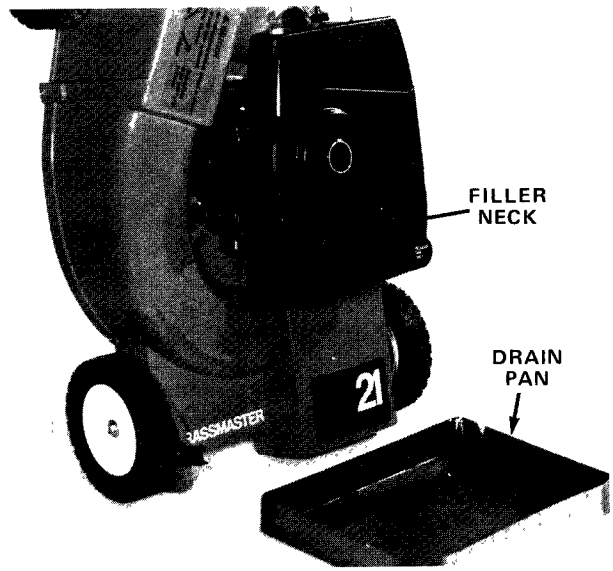

Figure 31
3. Drain oil from crankcase (Fig. 31): refer to Changing Crankcase Oil, steps 1-5, page 14. However, do not fill crankcase with oil at this time.